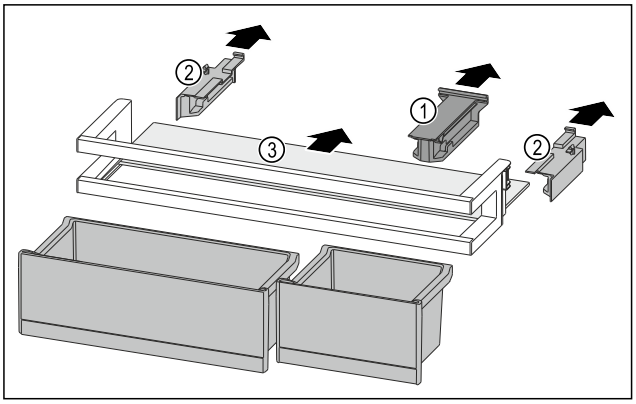

Fig. 210
▶ Desprindeți piesa de susținere *Fig. 210 (1)*.
▶ Desprindeți piesele laterale *Fig. 210 (2)*.
▶ Extrageți raftul *Fig. 210 (3)*.